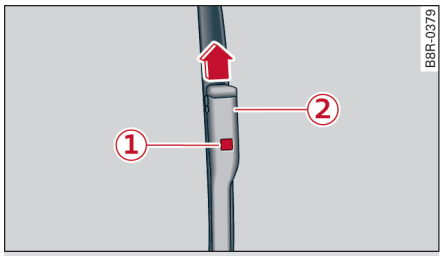

图 57 取下车窗玻璃雨刮片
▸ 按雨刮片上的锁止按钮 ① ⇨ *图 57*。此时应抓住雨刮片。